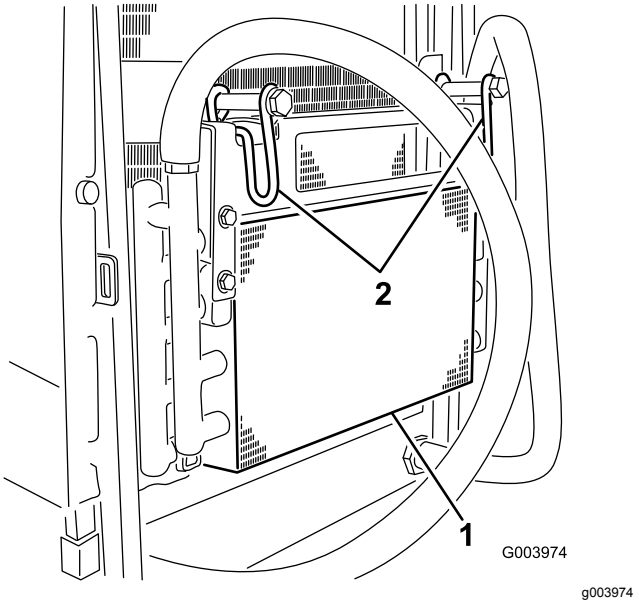

Figuur 66
5. Draai de vergrendelingen naar binnen om de oliekoeler los te maken (Figuur 66).